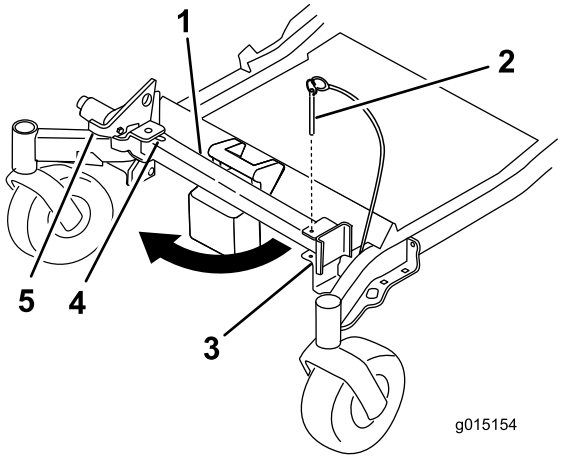
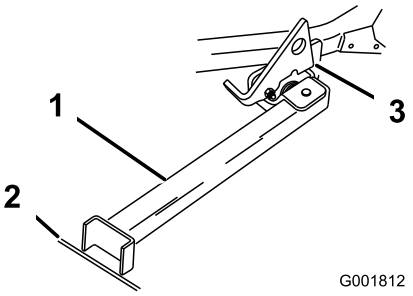

**Figure 39**
**Figure 40**
2. Retirez la goupille du support (Figure 39).
3. Soulevez le verrou. Dépliez le pied du support et poussez le support vers la machine dans la base de la fente (Figure 39 et Figure 40).
4. Posez le pied du support sur le sol et appuyez le verrou sur la languette de pivot (Figure 40).
**Remarque:** Pour obtenir de meilleurs résultats, placez le pied du support dans des fissures du trottoir ou du gazon (Figure 40).
6. Montez la machine sur le support. Arrêtez-vous quand le verrou retombe sur la languette en position verrouillée (Figure 40). Une fois la machine en place sur le support, serrez le frein de stationnement et coupez le moteur.
5. Ramenez le support à sa position de repos (Figure 39).